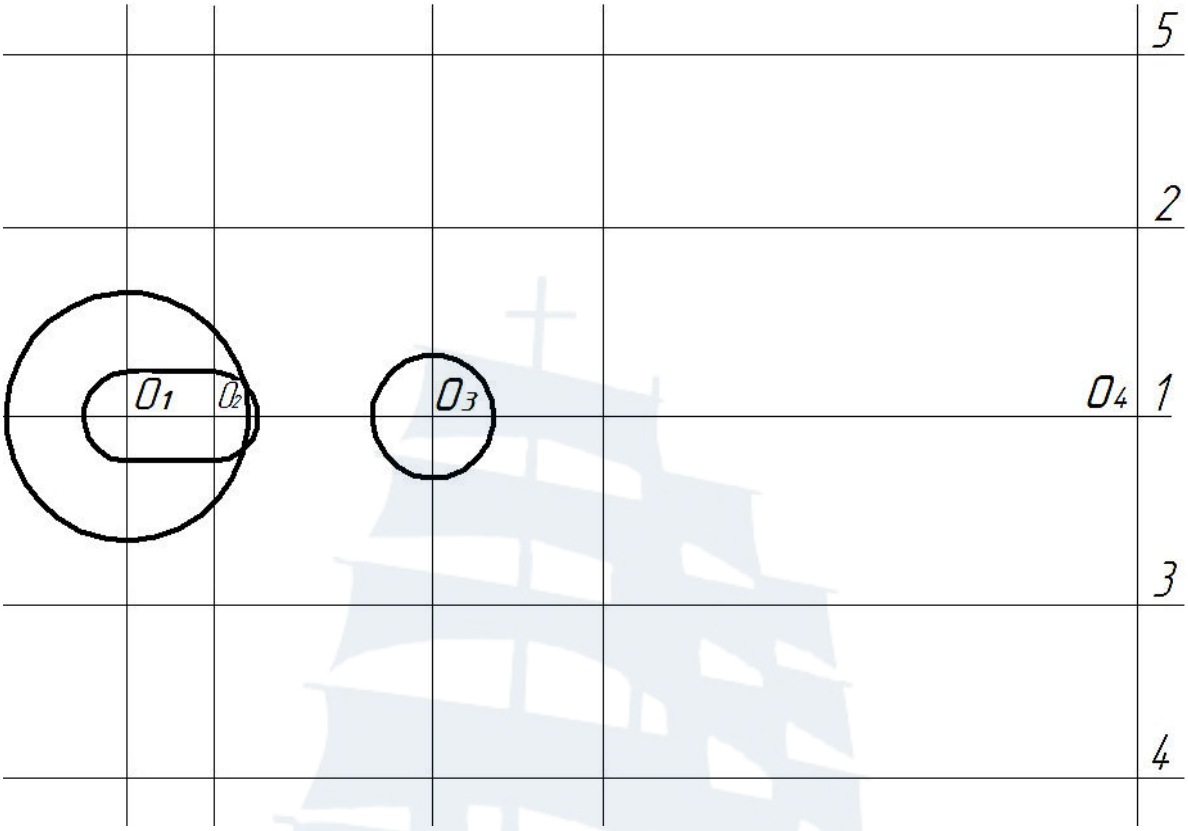

Рис. 123
8. Из центра **O_3** построить окружность диаметром **25 мм** (рис. 123).
9. Из центра **O_1** построить окружность радиусом **25** мм (рис. 123).